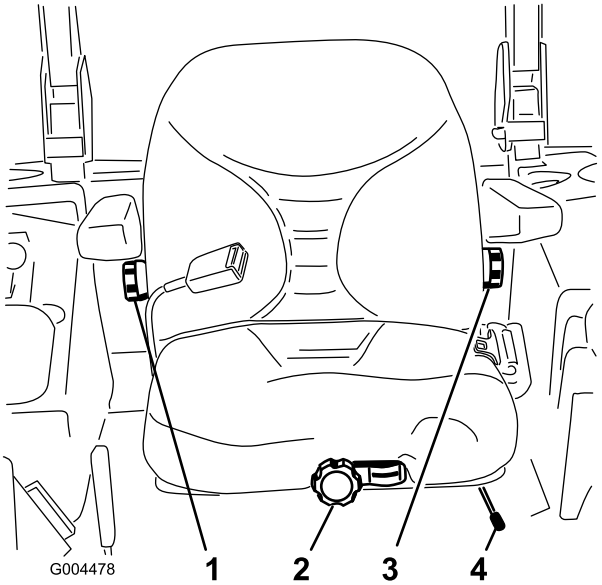

Figura 29
1. Mueva la palanca lateralmente para desbloquear el asiento (Figura 29).
Sin sentarse en el asiento, gire el pomo situado en la parte delantera en cualquier sentido hasta encontrar la posición más cómoda (Figura 29).
Para ajustarlo, gire el pomo situado debajo del reposabrazos derecho en cualquier sentido hasta encontrar la posición más cómoda (Figura 29).
Para ajustarlo, gire el pomo situado debajo del reposabrazos izquierdo en cualquier sentido hasta encontrar la posición más cómoda (Figura 29).